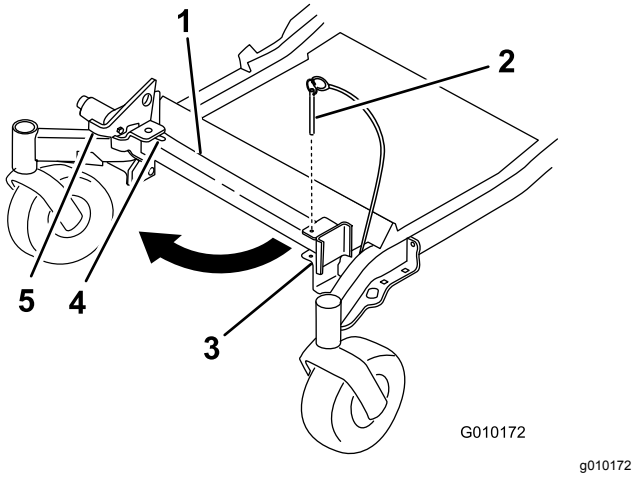
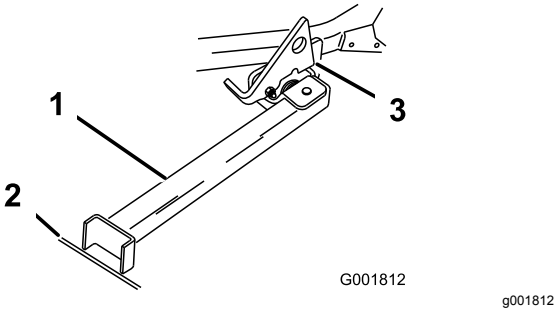

Figur 40
Figur 41
2. Fjern beslagpinden (Figur 40).
4. Sving standens fod ud fortil, og skub den mod maskinen, ind nederst i rillen (Figur 40 og Figur 41).
5. Placer standens fod på jorden, og lad låsen hvile på drejetappen (Figur 41).
Bemærk: Det bedste resultat opnås, hvis standens fod placeres i en revne i fortovet eller i plænen (Figur 41).
7. Kør maskinen op på standen. Stands, når låsen falder over tappen i låst position (Figur 41).
5. Sæt den tilbage til hvileposition (Figur 40).